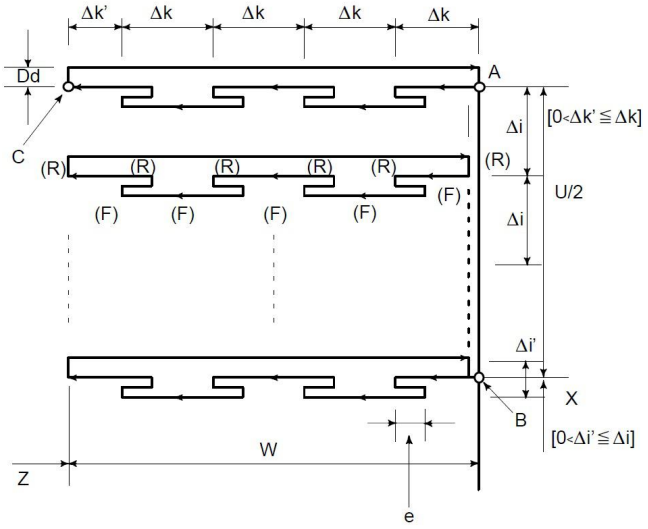

Fig3.9.11 Cutting Path in End Face Peck Drilling Cycle
The following program generates the cutting path shown in Fig3.9.11. Chip breaking is possible in this cycle as shown below. If X (U) and Pare omitted, operation only in the Z axis results, to be used for drilling.
Execution process:(Fig3.9.11)